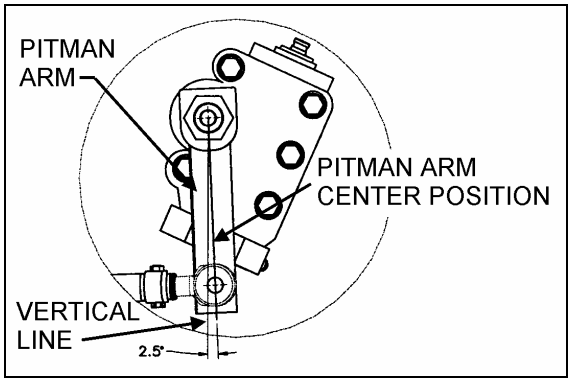

FIGURE 5: PITMAN ARM ADJUSTMENT 14037
2. Using a protractor, check the angle of the pitman arm (refer to Fig. 5 for details).